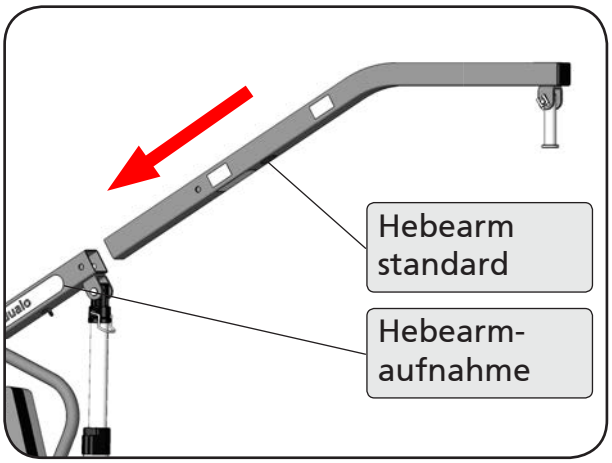

Abbildung 14
9. Stecken Sie den Hebearm standard mit dem unbeschichteten Ende bis zum Anschlag in die Hebearmaufnahme ein. Die Hebearme des aks-dualo sind so entwickelt, dass sie nur in der vorgesehenen Stellung in die Hebearmaufnahme passen (Abbildung 14).